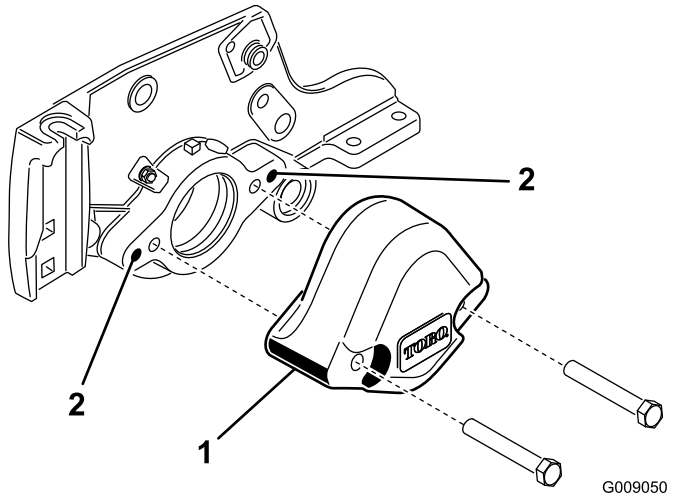

Figur 5
3. Ta bort de två bultar som fäster motvikten på klippenhetens vänstra sida. Ta bort motvikten (Figur 5).
4. Använd en 3/8–16 tapp för att ta bort färgen i de yttre monteringshålen i sidoplåten (Figur 5).